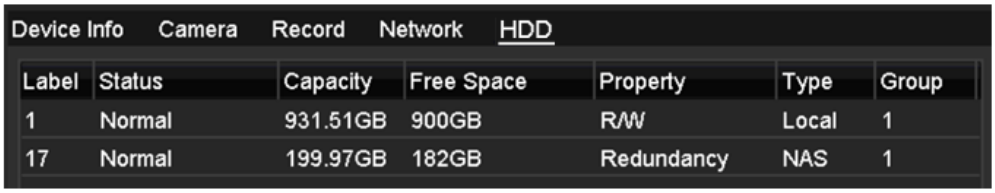

Figure 12. 19 View HDD Status (2)
2. Click the **HDD** tab to view the status of each HDD displayed on the list, as shown in Figure 12. 19.